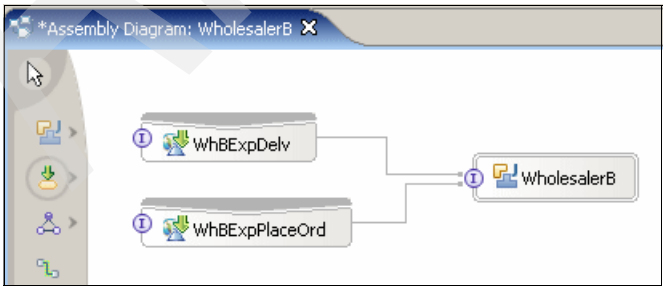

Figure A-94 Wired components
11. Generate a Web service binding using the SOAP/HTTP transport, and wire it to the WholesalerB component (Figure A-94).